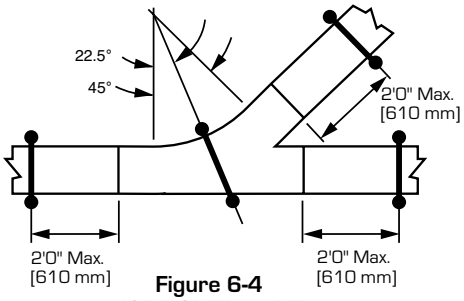

**Figure 6-4**
4. Horizontal Wye Supports (See Figure 6-4)-Within 2' (610mm) of each of the three openings connected to other cable tray items, and at 221 2° point of the arc adjacent to the branch.